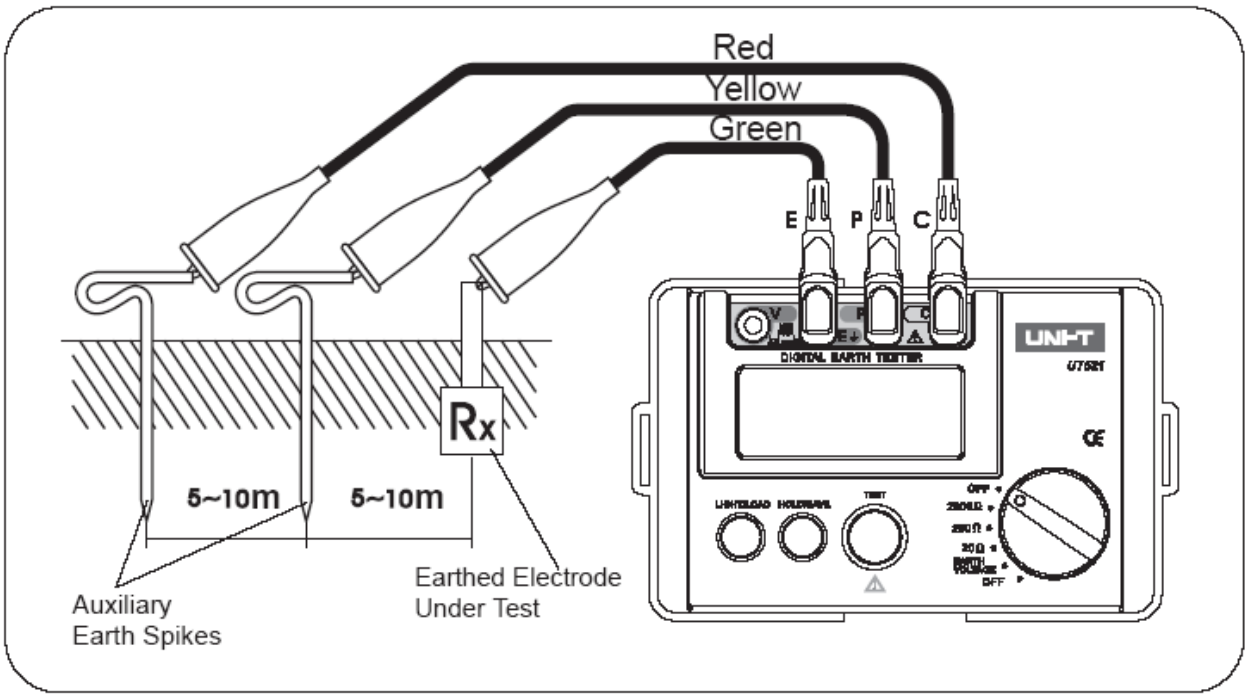

Рис.2
а. Погрузите 2 заземляющих стержня в грунт. Минимальное расстояние между заземляющим электродом (E), измерительным электродом (P) и вспомогательным электродом (C) должно быть 5-10 метров, как показано на схеме подключений на Рис.2: